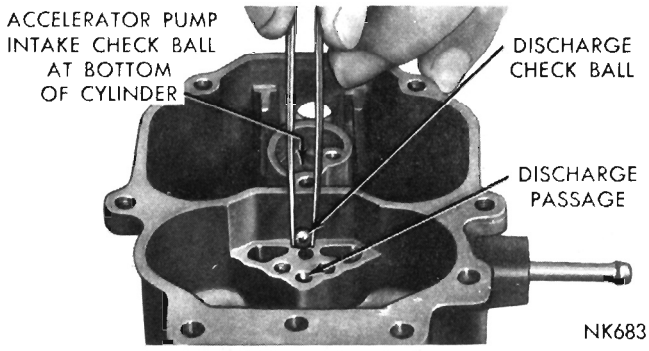

Fig. 8—Installing Accelerator Pump Discharge Check Ball
(1) Invert main body and place insulator in position, then place throttle body on main body and align. Install screws and tighten securely.
(2) Install accelerator pump discharge check ball (5/32 inch diameter) in discharge passage, (Fig. 8). Drop accelerator pump intake check ball (3/16 inch diameter) into bottom of the pump cylinder.